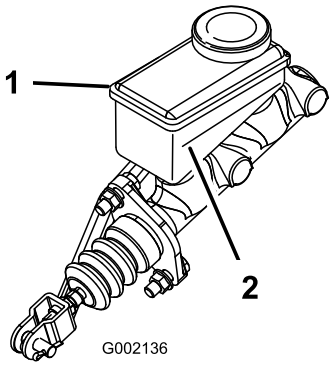

Figuur 14
3. Kijk naar de omtreklijn van het vloeistofpeil aan de zijkant van het reservoir. (Figuur 14).
B. Giet DOT 3 remvloeistof in het reservoir tot het vloeistofpeil boven de Minimum-lijn staat (Figuur 14).
5. Breng de rubberen plug aan in de bovenkant van het dashboard (Figuur 14).